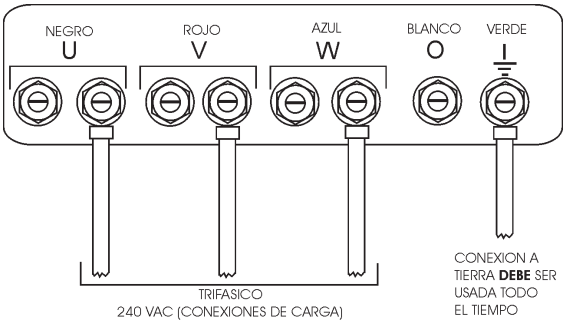

**Figura 21. Contactos de las terminales UVWO conexiones 3Ø-240V**
2. Conecte los cables de carga a las terminales UVWO como se muestra en la Figura 21.